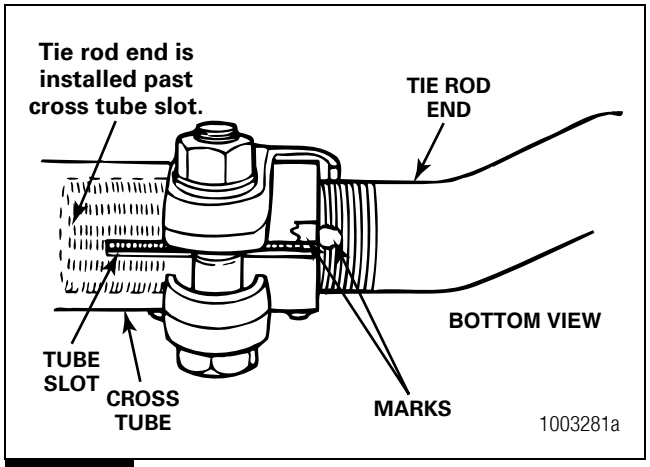

Figure 6.41
4. If removed, install the tie rod ends into the cross tube to the position marked during removal. Figure 6.41. Thread the ends equally into the cross tube to the required length. The threaded portion of the tie rod end must be installed into the cross tube beyond the end of the slot.